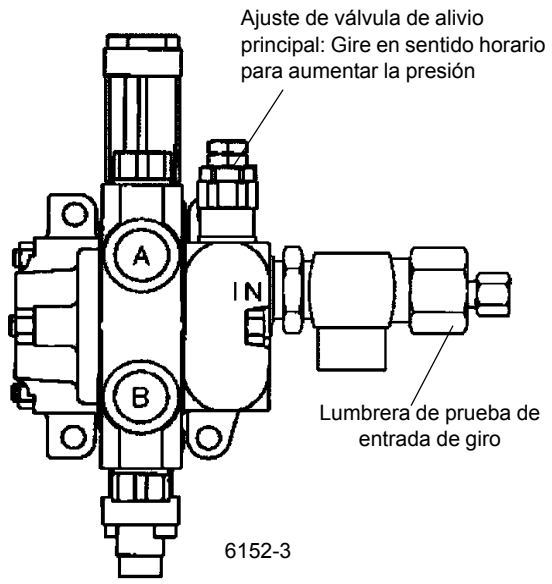

FIGURA 2-10
1. Quite la tapa e instale el manómetro en la lumbrera de prueba de entrada de giro según la Figura 2-10. Ubique la válvula de aguja conectada entre las lumbreras de trabajo A y B. Afloje la tuerca de bloqueo y gire la perilla en sentido horario hasta que toque fondo, y vuelva a apretar la tuerca de bloqueo.